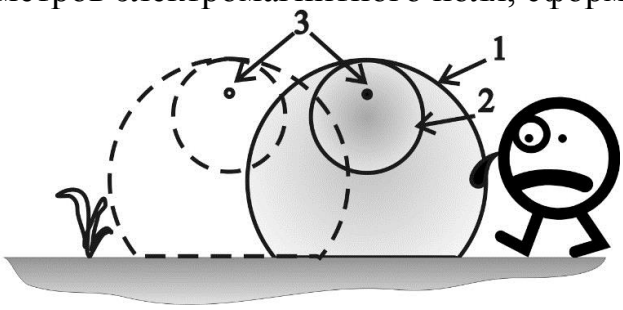

Рис. 6.1
6.1.2 Ширина ЗО («1», «2» см. рис. 6.1) каждого рубежа регулируется в пределах 0,3…2 м («3» – ВП рубежей извещателя). Необходимо помнить, что при больших размерах сечения ЗО, в нее могут попасть, качающаяся под действием ветра, растительность и другие влагосодержащие или электропроводные предметы.